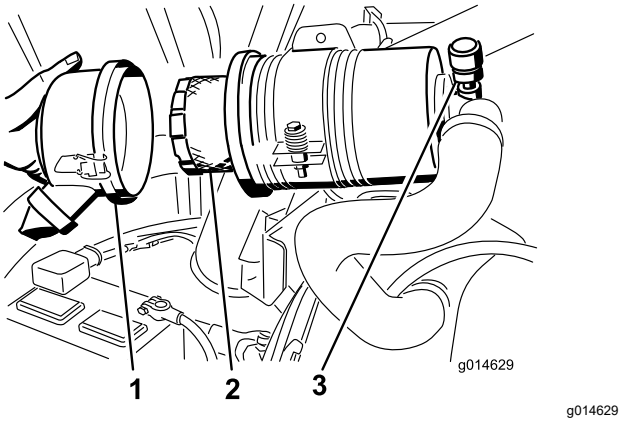

Rysunek 47
3. Usuń i wymień wkład filtra (Rysunek 47).